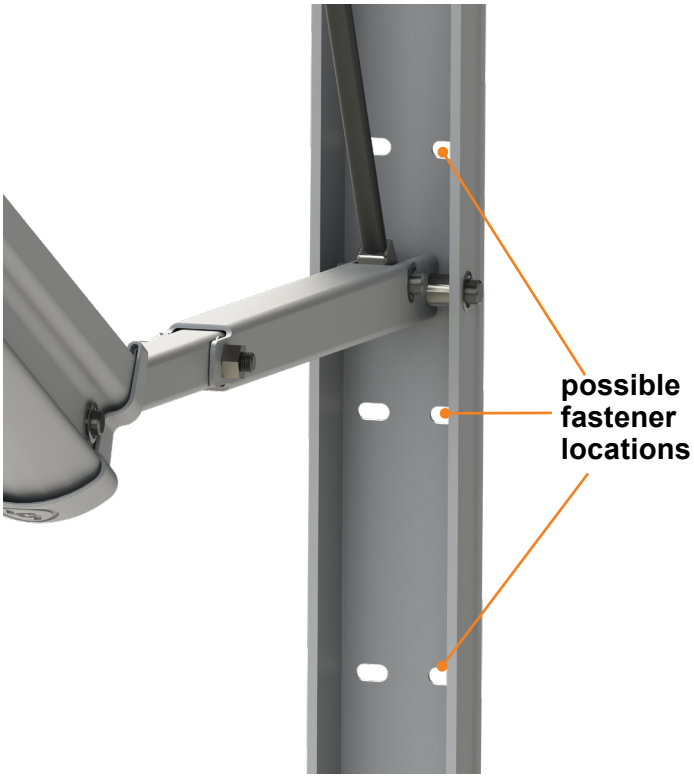

Fig.7
12. Install the remaining two #14 x 1 ¼" screws at any of the three locations shown **i**n the center of the support arm **(Fig. 7)**.